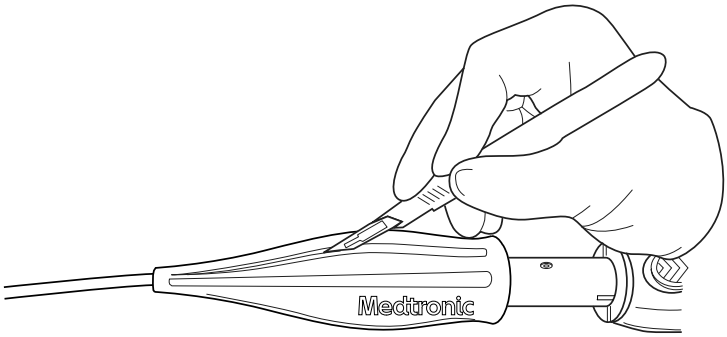

Figura 14. Incisione dell'impugnatura anteriore
2. Incidere l'impugnatura anteriore grigia lungo uno dei solchi (figura 14). Prestare attenzione per evitare di tagliare i tubi del dispositivo antitensione e della guaina esterna presenti sotto l'impugnatura anteriore.